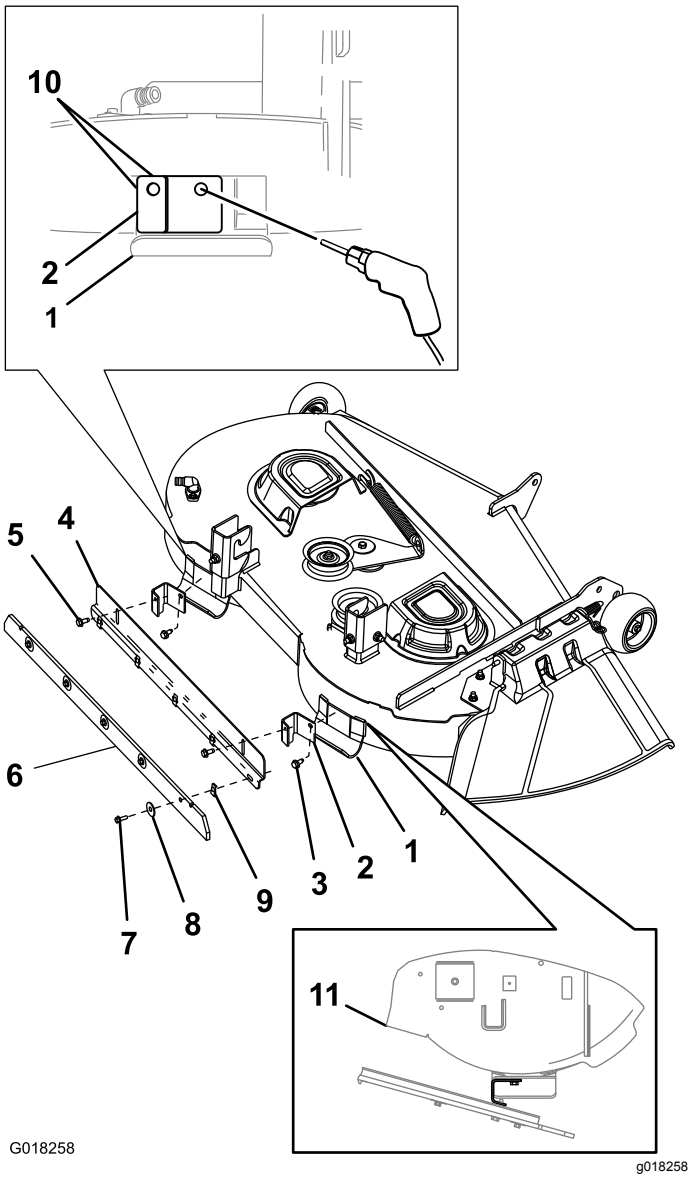

Figure 1
A. Localisez le patin droit sur le côté face à l'arrière du tablier de coupe, comme montré à la Figure 1.
B. Placez le côté long du support de montage du kit traceur contre le patin droit. Alignez le bord gauche du support de montage sur le bord gauche du patin et le bord supérieur du support de montage sur le bord supérieur du patin droit (Figure 1).
C. Repérez l'emplacement du trou du support de montage sur le patin (Figure 1).
A. Localisez le patin gauche sur le côté face à l'arrière du tablier de coupe, comme montré à la Figure 1.
B. Placez le côté long du support de montage du kit traceur contre le patin gauche. Alignez le bord gauche du support de montage sur le bord gauche du patin et le bord supérieur du support de montage sur le bord supérieur du patin gauche (Figure 1).
tournée à l'opposé du tablier), comme montré à la Figure 1.
2. Placez le haut de la fente de la bride de montage du support du traceur en face du trou dans le côté court de chaque support de montage monté sur les patins (Figure 1).
3. Fixez le support du traceur à chaque support de montage avec les vis à embase autotaraudeuses (Figure 1).